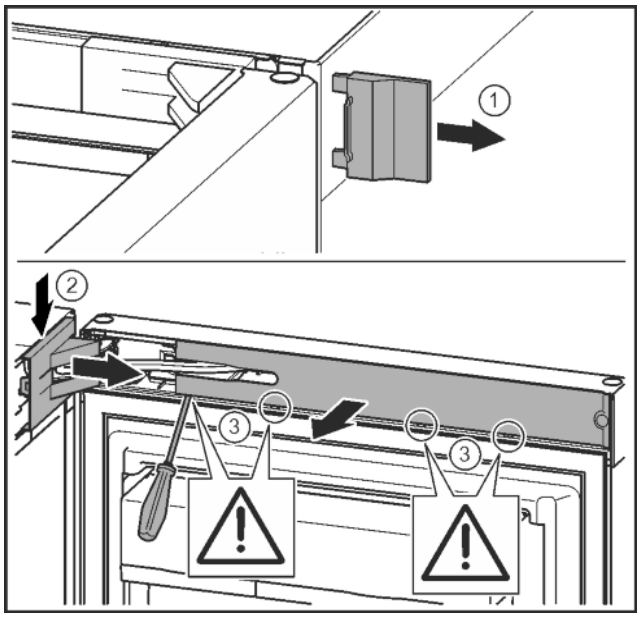

Fig. 12
▶ Remove the outer cover. *Fig. 12 (1)*
▶ Disengage and release the bearing bracket cover. Remove the bearing bracket cover. *Fig. 12 (2)*
▶ Unlatch the panel with a slotted screwdriver and swivel it to one side. *Fig. 12 (3)*